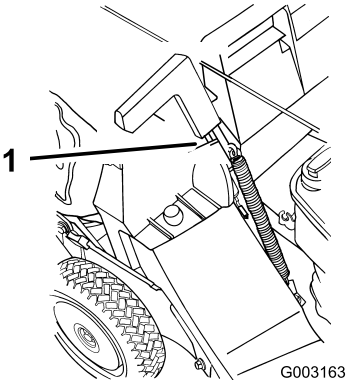

Rysunek 23
5. Pociągnij rączkę drzwi wylotowych do przodu, aż bolec zwolni zatrzask i przesuń rączkę do tyłu, aż bolec znajdzie się w rowku worka (Rysunek 23).